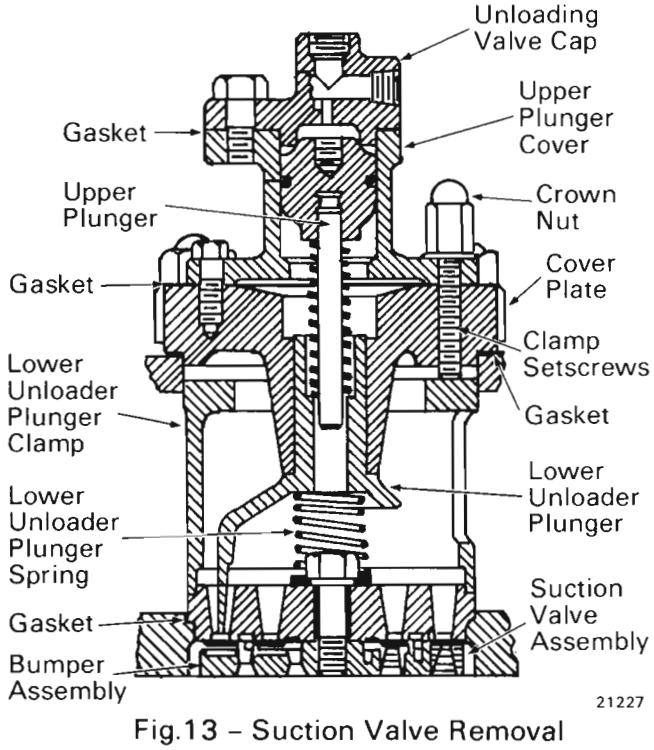

Fig.13 - Suction Valve Removal
1. Loosen the crown nuts, Fig. 13, approximately two turns.